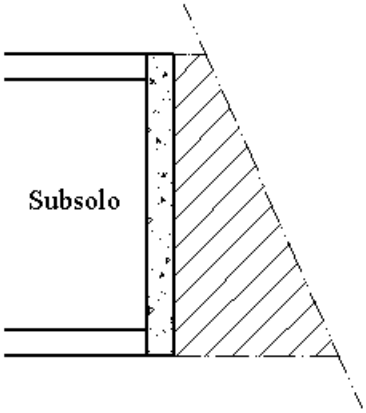

FIGURA 16
3) Aterros em planta devem ser representados com linhas contínuas a 45 graus em traço fino (FIGURA 16):